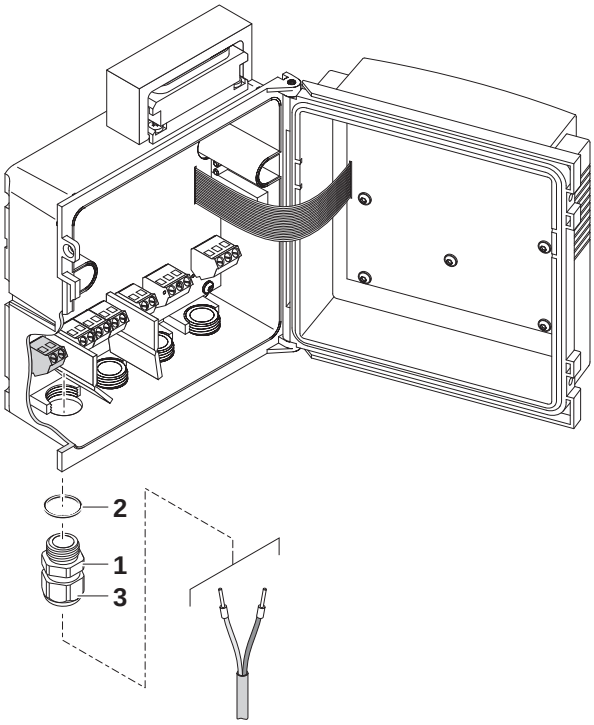

Fig. 3-29 Inserting the 24V AC/DC line
5	Screw a cable gland (pos. 1 in Fig. 3-29) with sealing ring (pos. 2) into the enclosure below the 24 V AC/DC connection.
9	Tighten the coupling ring (pos. 3 in Fig. 3-29).